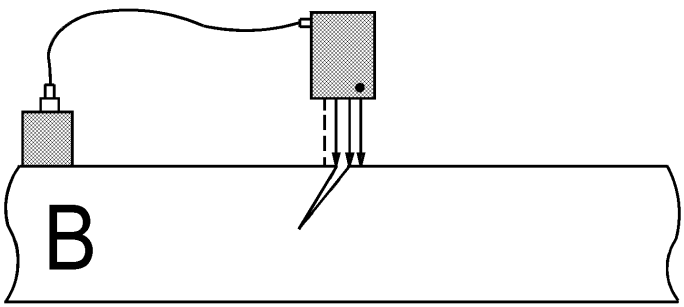

Abbildung 10: Messanordnung B für die erste Rissmessung
- Verändern Sie die Messanordnung jetzt so wie in Abbildung 10 (Messanordnung B) zu sehen. Der Riss befindet sich nun zwischen den beiden inneren Polen (Spannungspole) der Sonde. Der aktive Strompol (Punktmarkierung) ist weiterhin auf der dem Haftmagneten abgewandten Seite.